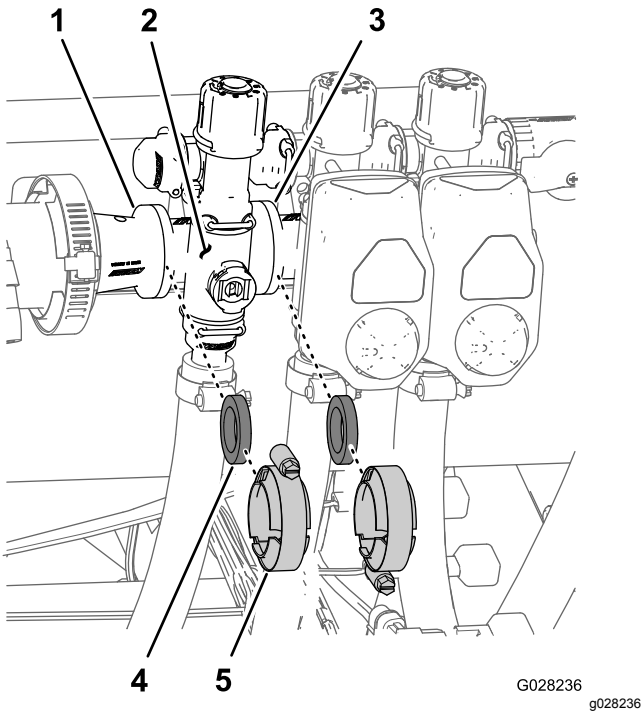

Figur 108
1. Ta bort klämmorna och packningarna som fäster sektionsventilens grenrör (Figur 108) vid sektionsventilen intill (om det är vänster sektionsventil) och reducerkopplingen.